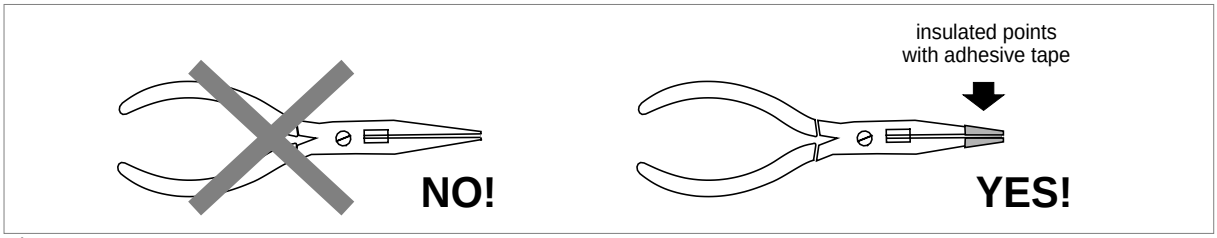

Fig. 51
3) Use a long-pronged pincer insulated with adhesive tape (fig.51) to remove the spent battery (B6).